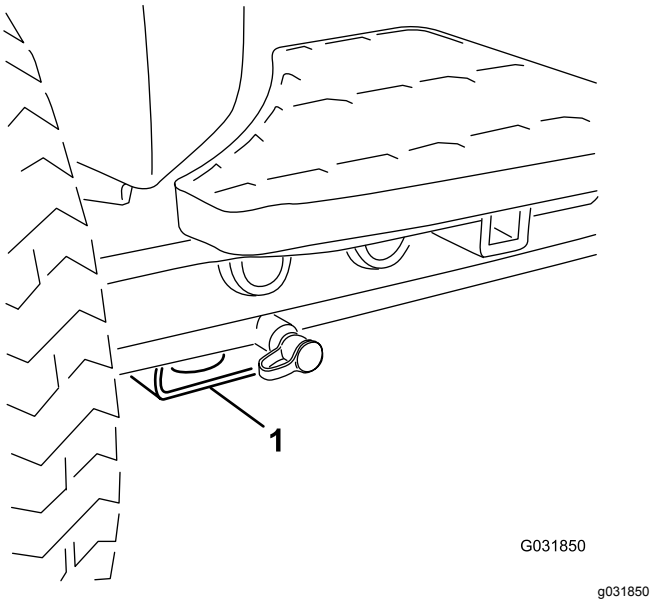

Figur 72
- For – rektangulær plade, under akselrøret, indvendigt i forhold til hvert fordæk (Figur 72).